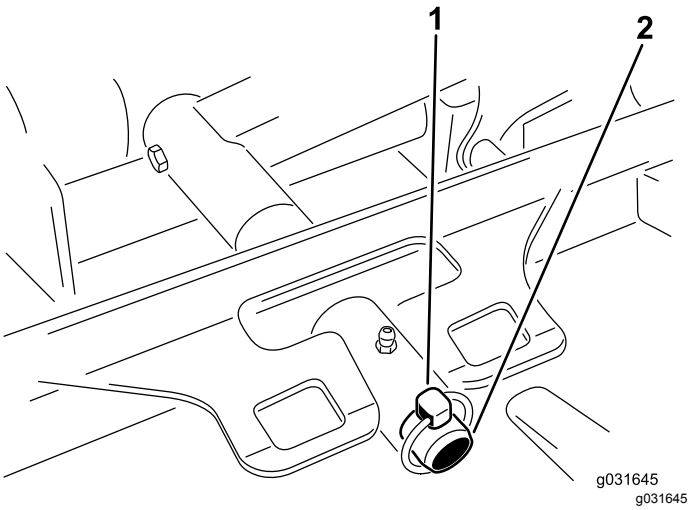

Figur 68
3. Ta bort den hjulsprint eller fästmutter som fäster däckets bärram vid lyftarmens svängtapp (Figur 68).
3. Skjut på däckets bärram på lyftarmens svängtapp och fäst den med hjulsprinten eller fästmuttern (Figur 68).